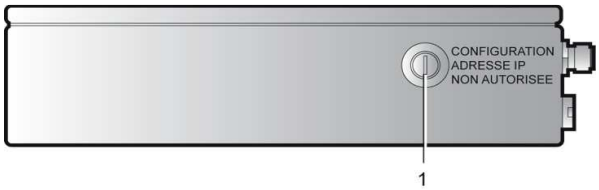

Figura 14-8: dispozitivul de închidere cu 2 poziţii trebuie să fie în poziţie verticală pentru a configura adresa IP în pagina Parametri.
1. Pe ansamblul de regularizare, puneţi cheia de configurare a adresei IP (Figura 14-8, poz. 1) în poziţie verticală.